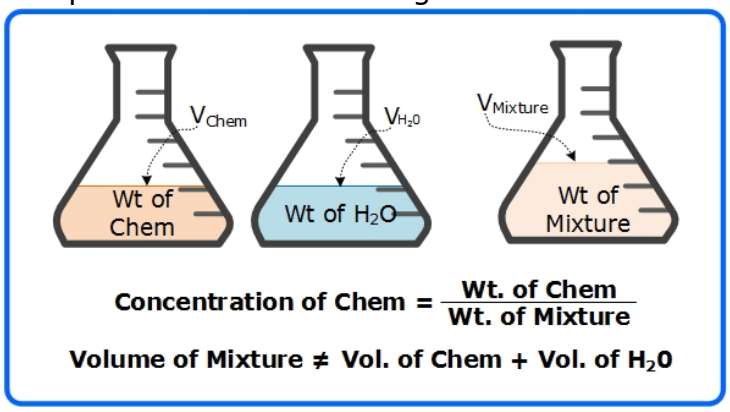

Figure 3: Concentration of Liquid Chemcal in Water
3. The percentage, or decimal fraction, of liquid chemical, by volume or by weight, mixed with water in a day tank and used as a chemical feedstock. Be on guard, some liquid mixtures may partially or completely dissolve in the makeup water. (See Figure 3.)